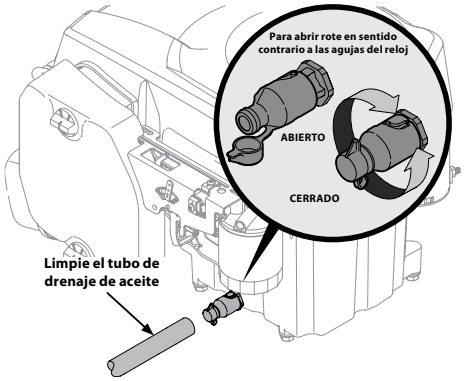
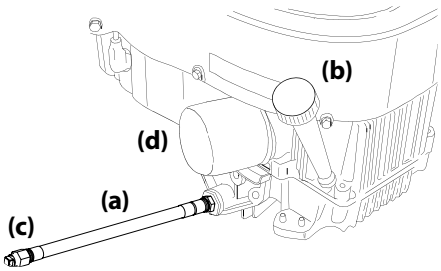

Figura 4-1
Figura 4-2
4. El motor puede estar equipado con un orificio de drenaje de aceite de girar y tirar (consulte la Figura 4-1 y vaya al Paso 5) o con un tapón extraíble para manguera de drenaje de aceite (consulte la Figura 4-2 y vaya al Paso 6). Siga las instrucciones aplicables para su tractor.
5. Orificio de drenaje de aceite de girar y tirar (consulte la Figura 4-1:
6. Manguera de drenaje de aceite extraíble (consulte Figura 4-2):